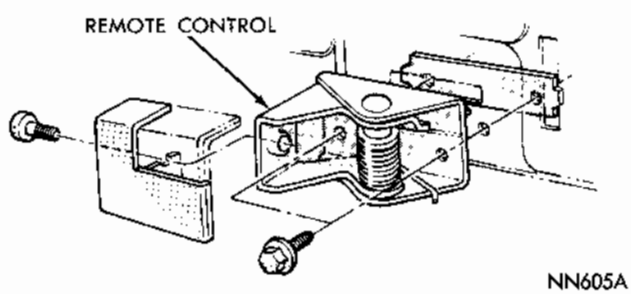

Fig. 13 - Remote Control Handle
The remote control handle (Fig. 13) is attached to the control unit with a screw at the rear inner end.
(1) Raise door glass.
(2) Remove screws attaching remote control base to door panel (Figs. 13 and 14).
(3) Remove link from remote control lever.
(4) Remove control through large opening in door.